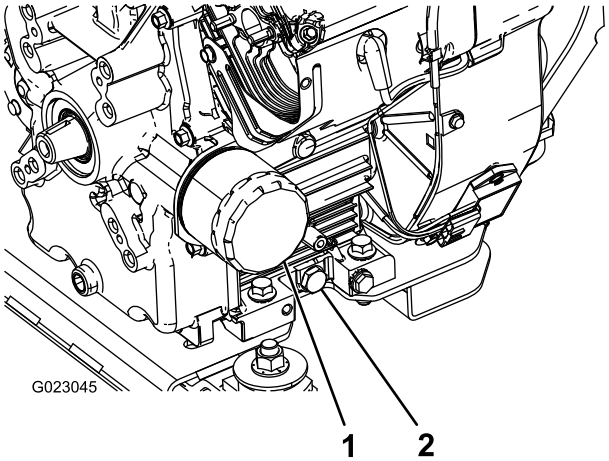

Figur 28
5. Fjern aftapningsproppen (Figur 28).
2. Fjern oliefilteret (Figur 28).
5. Monter det nye oliefilter på filteradapteren. Drej oliefilteret med uret, indtil gummipakningen berører filteradapteren. Spænd derefter filteret yderligere 1/2 omgang (Figur 28).